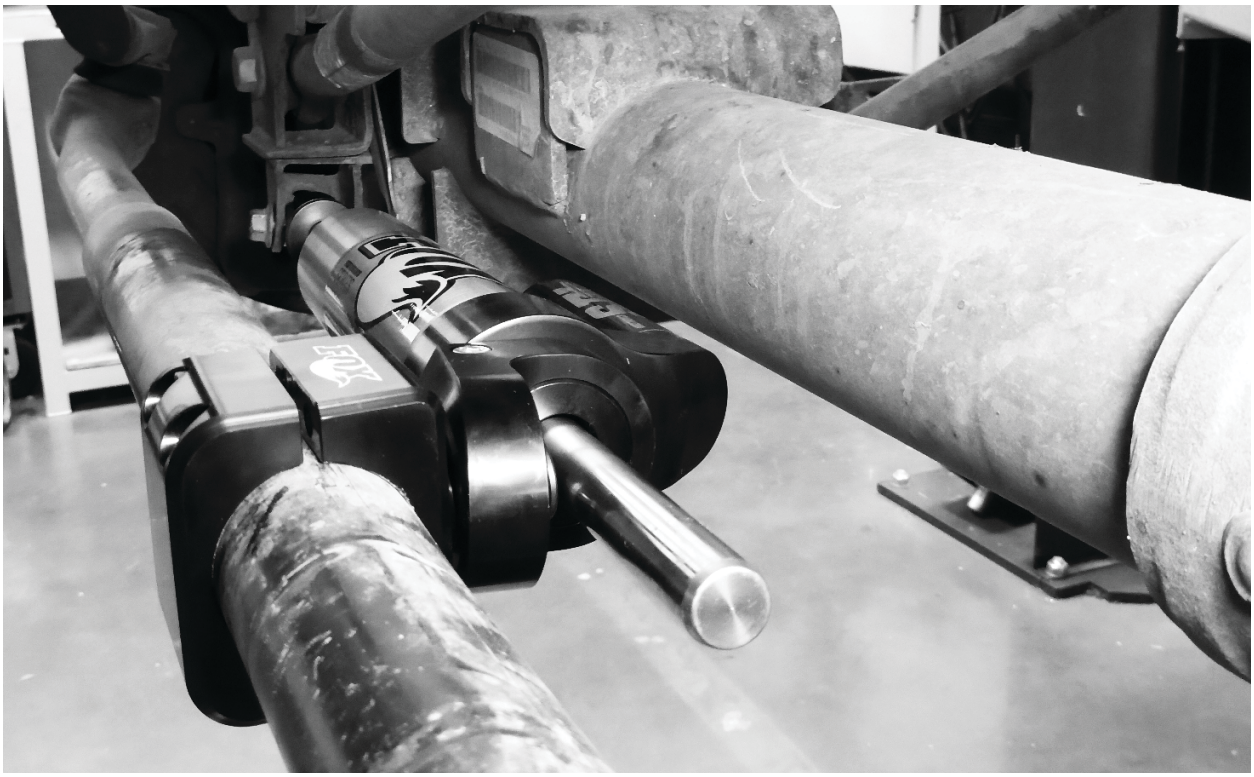

Fig. 2: Loosely mount the stabilizer to the track bar.
6. Loosely mount the Group A clamp to track bar with the Group A fasteners (Fig. 2).